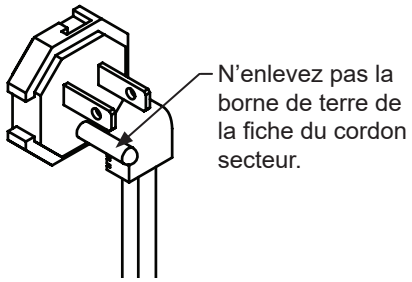

Figure 3
- N’enlevez pas la borne de terre de la fiche du cordon secteur. (Voyez la Figure 3).